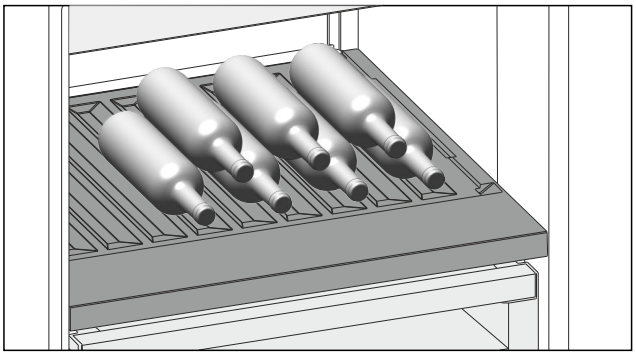

Fig. 155 Example illustration
▶ Place bottles in the back row with their bases against the back wall. (see Fig. 155)